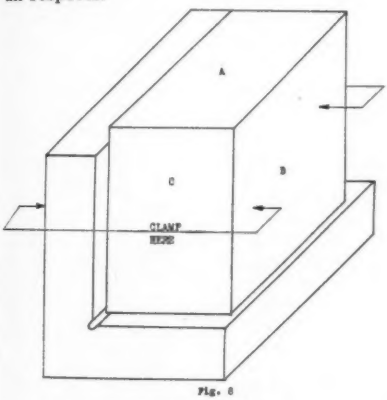

Fig. 8
3. Clamp one finished side to one leg of the angle block as shown in Fig. 8 and finish the top surface A.